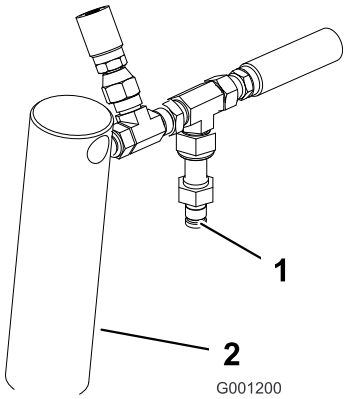

Figure 12
2. Raccordez un manomètre à la prise d'essai derrière le vérin de relevage droit (Figure 12).